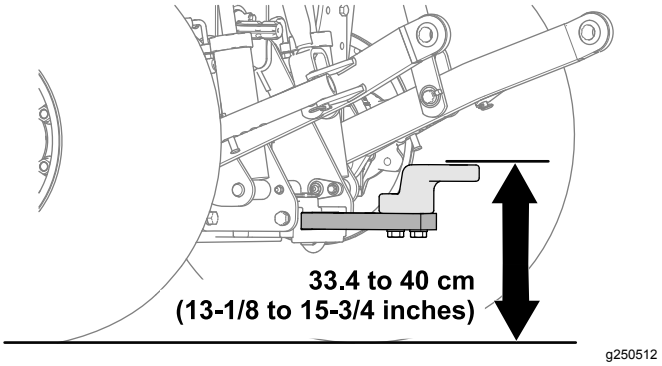

Rysunek 27
- Wysokość robocza: od 33,4 do 40 cm, patrz Rysunek 27.